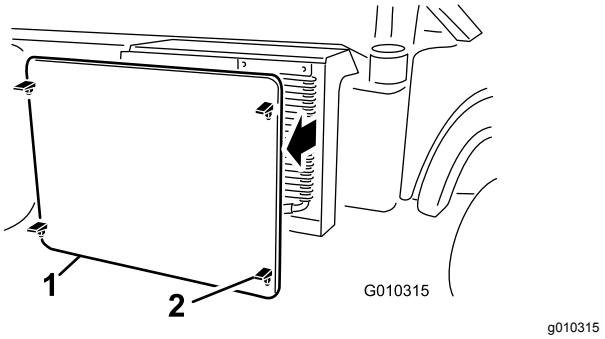

Bild 52
5. Lösen und entfernen Sie das Kühlergitter vorne am Kühler (Bild 52).